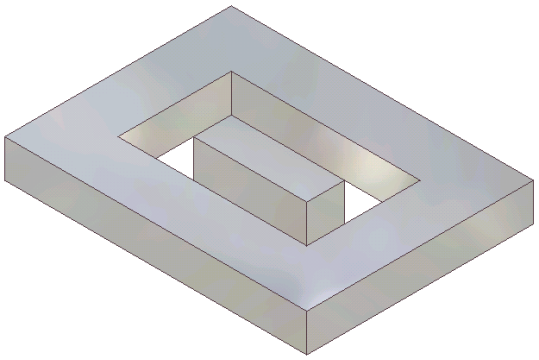
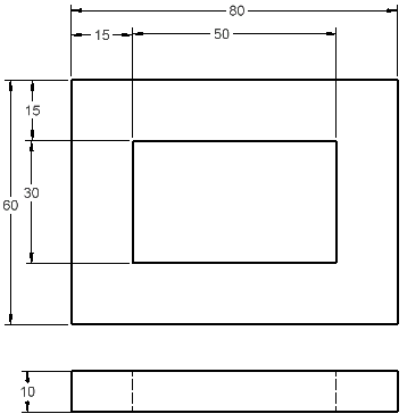
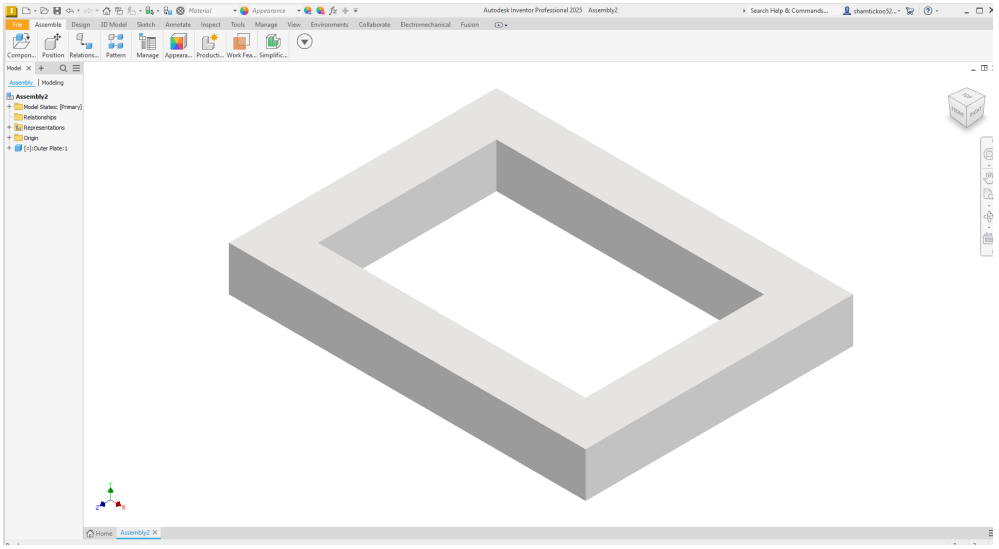

***Figure 18-32*** *Assembly for Tutorial 2*
***Figure 18-33*** *Dimensions of the Outer Plate*
***Figure 18-34*** *Assembly after creating the Outer Plate*
In this tutorial, you will create an assembly of the Outer Plate and the Inner Plate shown in Figure 18-32. The dimensions of the Outer Plate are shown in Figure 18-33. Create the Inner Plate as an adaptive part such that it automatically adjusts its size to fit inside the Outer Plate. Apply the Mate constraint with an offset of 10 mm to all the outer faces of the Inner Plate and the inner faces of the groove in the Outer Plate. After assembling the components, edit the inner cavity of the Outer Plate such that the Inner Plate again automatically adjusts its size.
4. Create the Outer Plate on the top plane. After creating the Outer Plate, return to the assembly file. The assembly file after creating the Outer Plate is shown in Figure 18-34. For dimensions, refer to Figure 18-33.